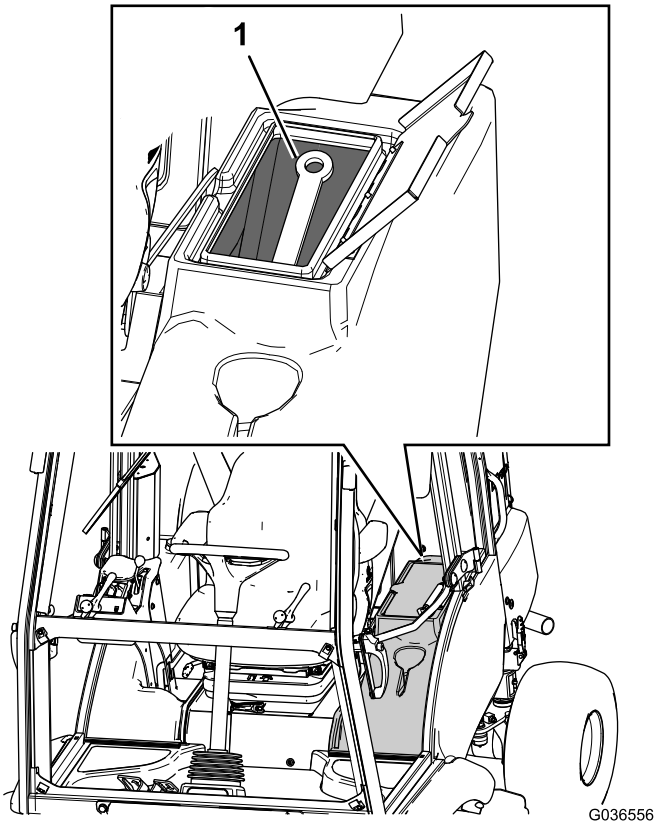

Figur 13
C. Placera säkerhetsstödet i förvaringsutrymmet (Figur 13).